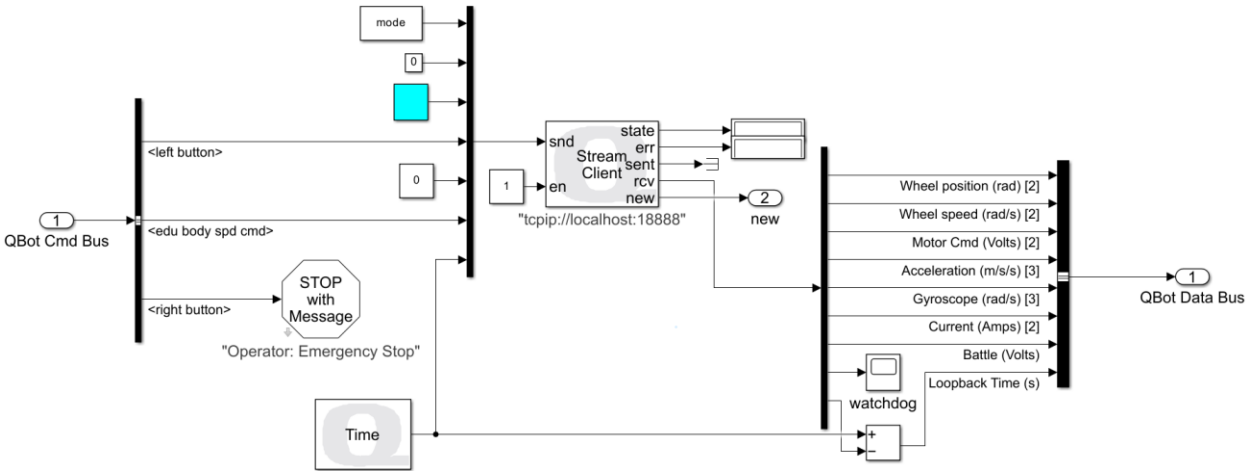

Figure 5. QBot Hardware Subsystem
6. Return to the main model and double click on **QBot Hardware** block to open the subsystem as shown in Figure 5. This subsystem communicates with the driver on the QBot via a **Stream Client** block. Speed commands from the joystick and left and right